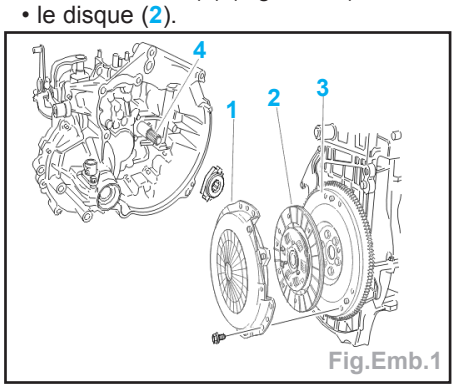

Fig.Emb.1
- le mécanisme (1) (Fig.Emb.1),
- le disque (2).